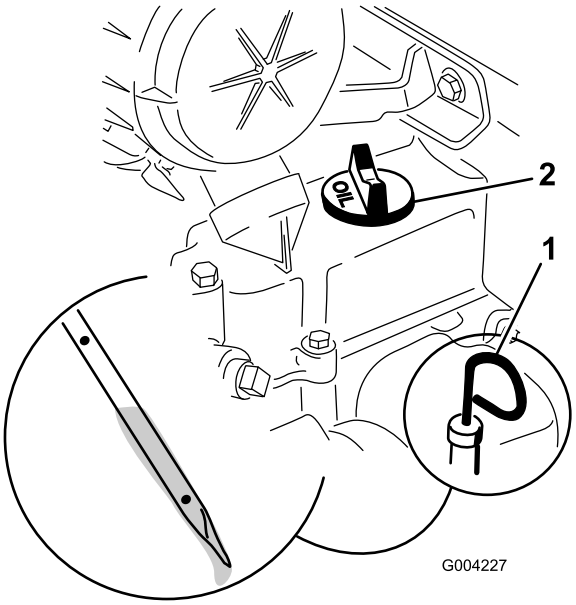

Figur 16
4. Gör rent runt oljestickan (Figur 16).
5. Drag ut oljestickan och torka av metalländen (Figur 16).
6. Stick ned oljestickan helt i oljestickans rör (Figur 16).
8. Om oljenivån är låg, rengör runt oljepåfyllningslocket och ta loss påfyllningslocket (Figur 16).